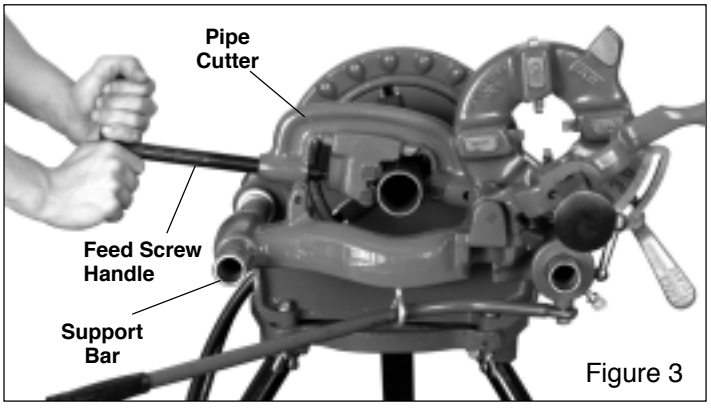

Figure 3
6. Continuously tighten feed screw handle (Figure 3) with both hands until pipe cutoff is completed.